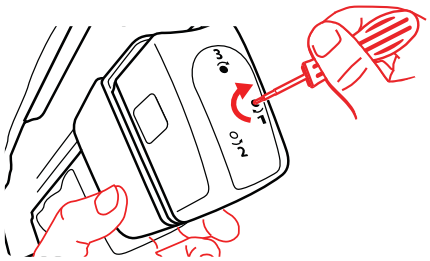

***Figura 3.14 Insira no orifício de acesso 1 e gire até que o orifício 2 esteja aberto***
3. Examine o orifício de liberação identificado com o número **2** no invólucro do Stapler. Se uma bandeira branca não estiver presente, prossiga para a etapa 5 e comece com o orifício **2**. Se um ponto branco estiver presente, insira a ferramenta no orifício de liberação identificado com o número **1** (Figura 3.14). Coloque a sua mão sob a guia do instrumento para apoio e gire a ferramenta no sentido horário até que o segundo orifício de liberação esteja totalmente exposto e que o ponto branco tenha desaparecido (Figura 3.15).